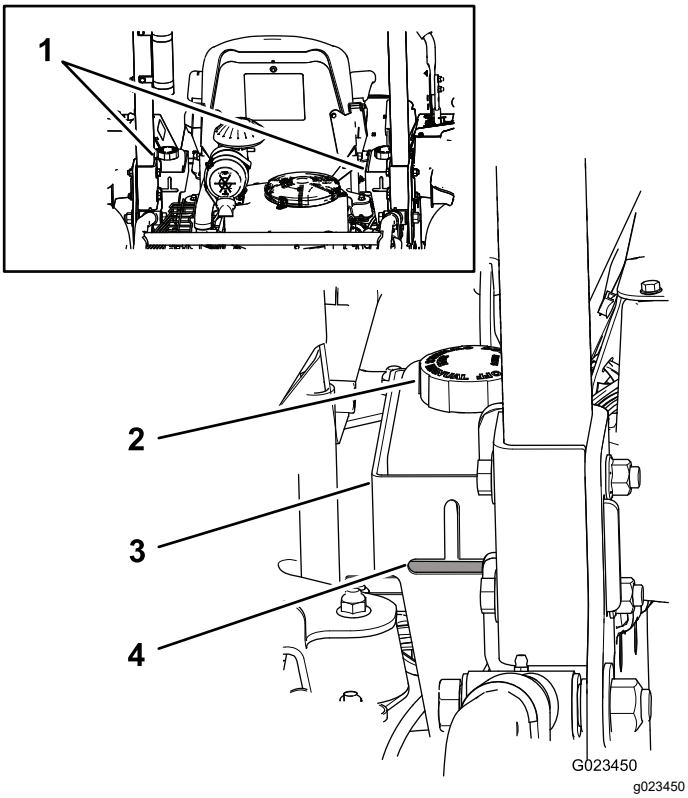

Rysunek 17
Zbiorniki maszyny są fabrycznie napełniane wysokiej jakości płynem hydraulicznym. Płyn hydrauliczny najlepiej sprawdzać, gdy jest zimny. Maszyna powinna znajdować się w konfiguracji transportowej. Jeżeli poziom płynu znajduje się poniżej poziomej części wziernika z tyłu zbiorników układu hydraulicznego (Rysunek 17), dolej płynu do dopuszczalnego poziomu. **Nie wlewaj nadmiernej ilości paliwa do zbiorników.** Jeżeli poziom płynu znajduje się na górnej poziomej części wziernika, nie trzeba dolewać płynu. Zalecanym płynem jest:
Informacja: Poziom płynu powinien znajdować się na dole każdego z otworów, jak pokazano na Rysunek 17.
A. Oczyść miejsce wokół korka wlewu zbiornika płynu hydraulicznego, aby zapobiec przedostawaniu się zanieczyszczeń do wnętrza układu (Rysunek 17).